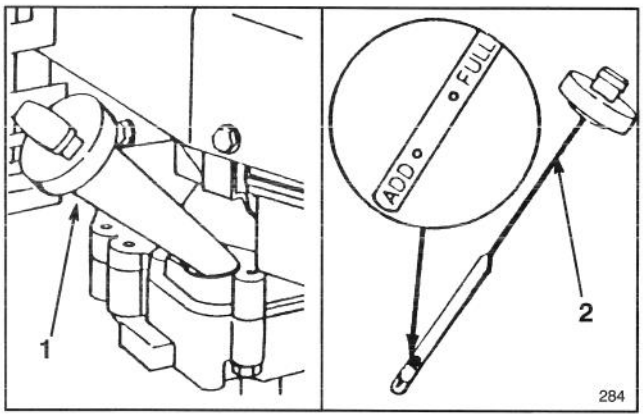

Figure 5
Fill crankcase with SAE 30 or 10W30 oil until oil level reaches FULL mark on dipstick as shown in Figure 5. The maximum crankcase capacity is 25 ounces (0.75 liters) of oil. Use any high quality detergent oil having the American Petroleum Institute (API) "service classification" — SE, SF or SG.
Before each use, ensure oil level is between ADD and FULL marks on dipstick (Fig. 5). Add oil if level is low.
3. Wipe dipstick and insert it into filler neck. Rotate cap clockwise 1/4 turn. Then remove dipstick and check level of oil (Fig. 5). If level is low, add only enough oil to raise level to FULL mark on dipstick. **DO NOT FILL ABOVE FULL MARK BECAUSE ENGINE COULD BE DAMAGED WHEN STARTED. POUR OIL SLOWLY.**
1. CHECK OIL LEVEL—Maintain oil level between ADD and FULL marks as shown on dipstick (Fig. 5).